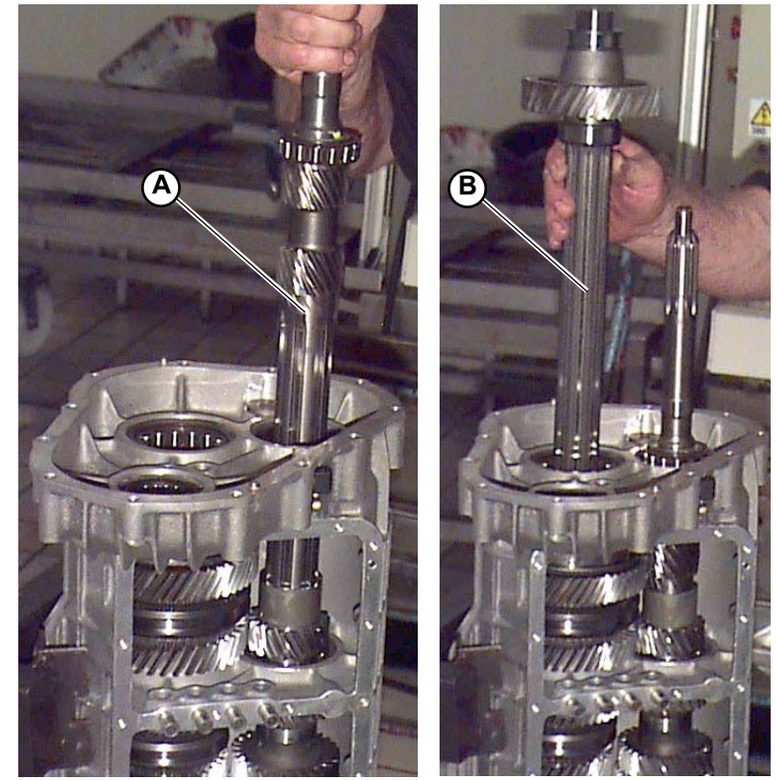

Fig.5
15. Insert carefully the main shaft (**A-Fig.5**) in the gearbox letting it pass through all the gears; do not force; if necessary, turn one or more gears until the correct angular position in which the gear and shaft grooves match perfectly is found and then press on the shaft.
16. Insert carefully the countershaft (**B-Fig.5**) in the gearbox letting it pass through all the gears; do not force; if necessary, turn one or more gears (of the main shaft as well) until the correct angular position in which the gear and shaft grooves match perfectly is found and then press on the shaft.